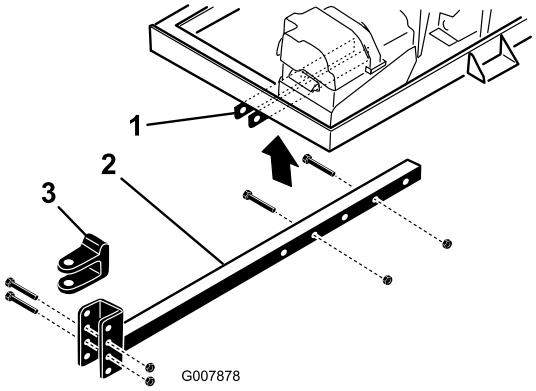

Rysunek 4
2. Wsuń rurę zaczepu do uchwytów w ramie (Rysunek 4). Zamontuj rurę do ramy, używając 2 śrub (3/8 x 3 cale) oraz nakrętek kołnierzowych (3/8 cala).
- Odkręć śruby i nakrętki zabezpieczające mocujące zaczep jarzmowy (Rysunek 4) do rury zaczepu.
- Odkręć śruby i nakrętki mocujące rurę zaczepu do wsporników ramy (Rysunek 4).